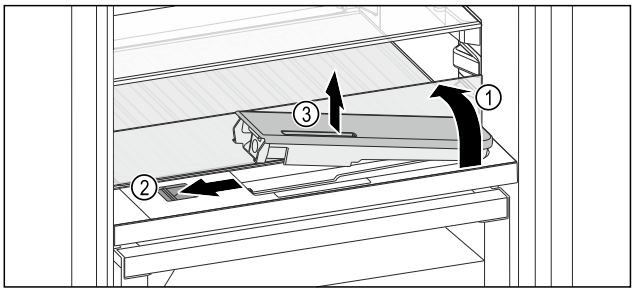

Fig. 118
▶ Ridicați placa de sticlă și rabatați în spate până la opritor *Fig. 118 (1)*.
▶ Împingeți zăvorul *Fig. 118 (2)* spre stânga.
▶ Scoaterea rezervorului de apă *Fig. 118 (3)*.